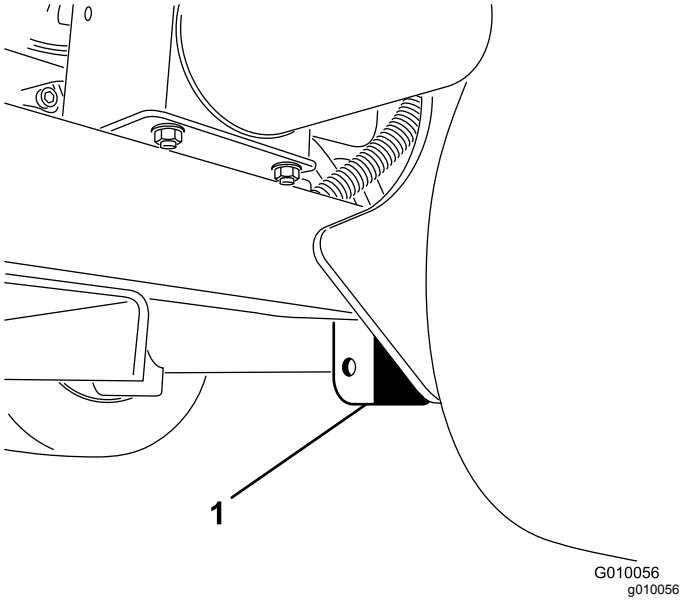

Figur 42
3. Plasser jekken trygt under rammeplaten, rett på innsiden av bakhjulet (Figur 42).